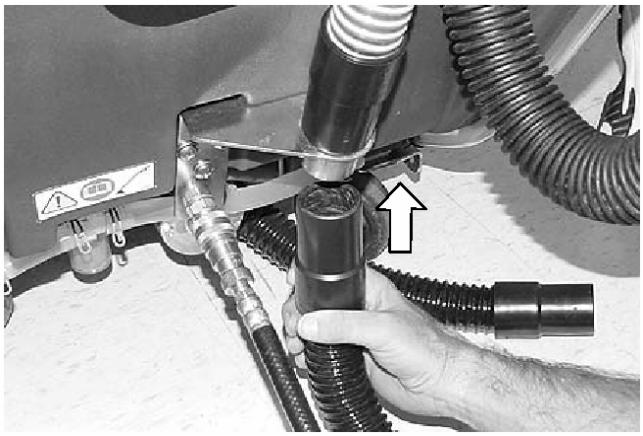

図14
3. 本体とバキュームホースの接続をはずし、本体側にオプションツール用のバキュームホースを接続します（図14）。